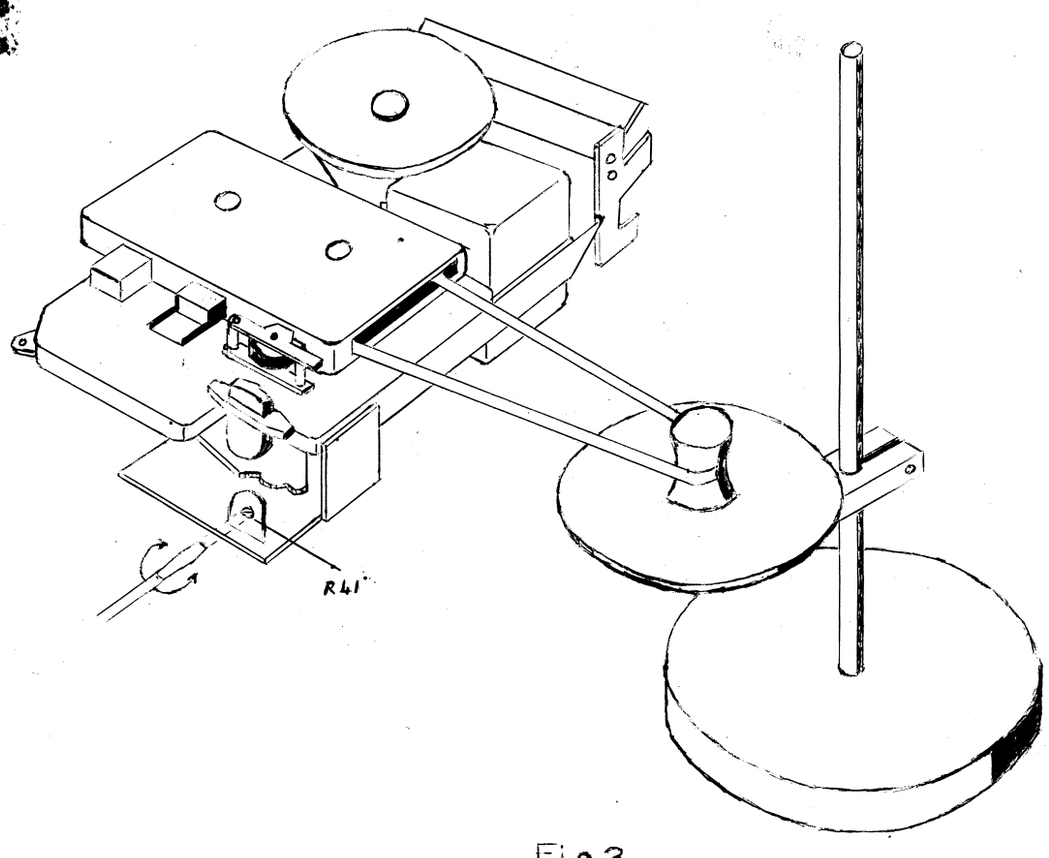

Fig. 3
l. Adjustment of the motor speed, see fig. 3.
This speed can be adjusted with R41, fig. 3.
Position a stroboscope disc (code number A9 407 30/50 for 50 c/s and A9 407 30/60 for 60 c/s) next to the apparatus and lead the tape past this disc, see Fig. 3.